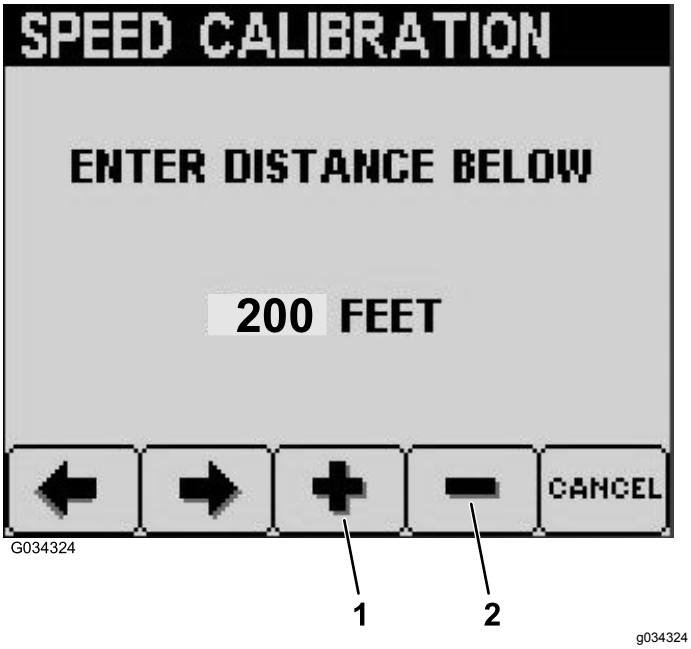

Figur 40
7. Tryck på knapp 3 för att öka önskat avstånd eller tryck på knapp 4 för att minska önskat avstånd (Figur 40).